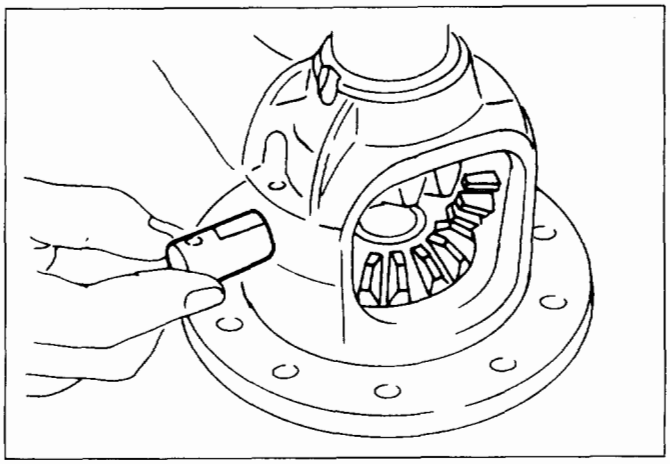

Fig. 4C-68
2) Adjust the backlash between the side gear and the pinion gear (Fig. 4C-69).